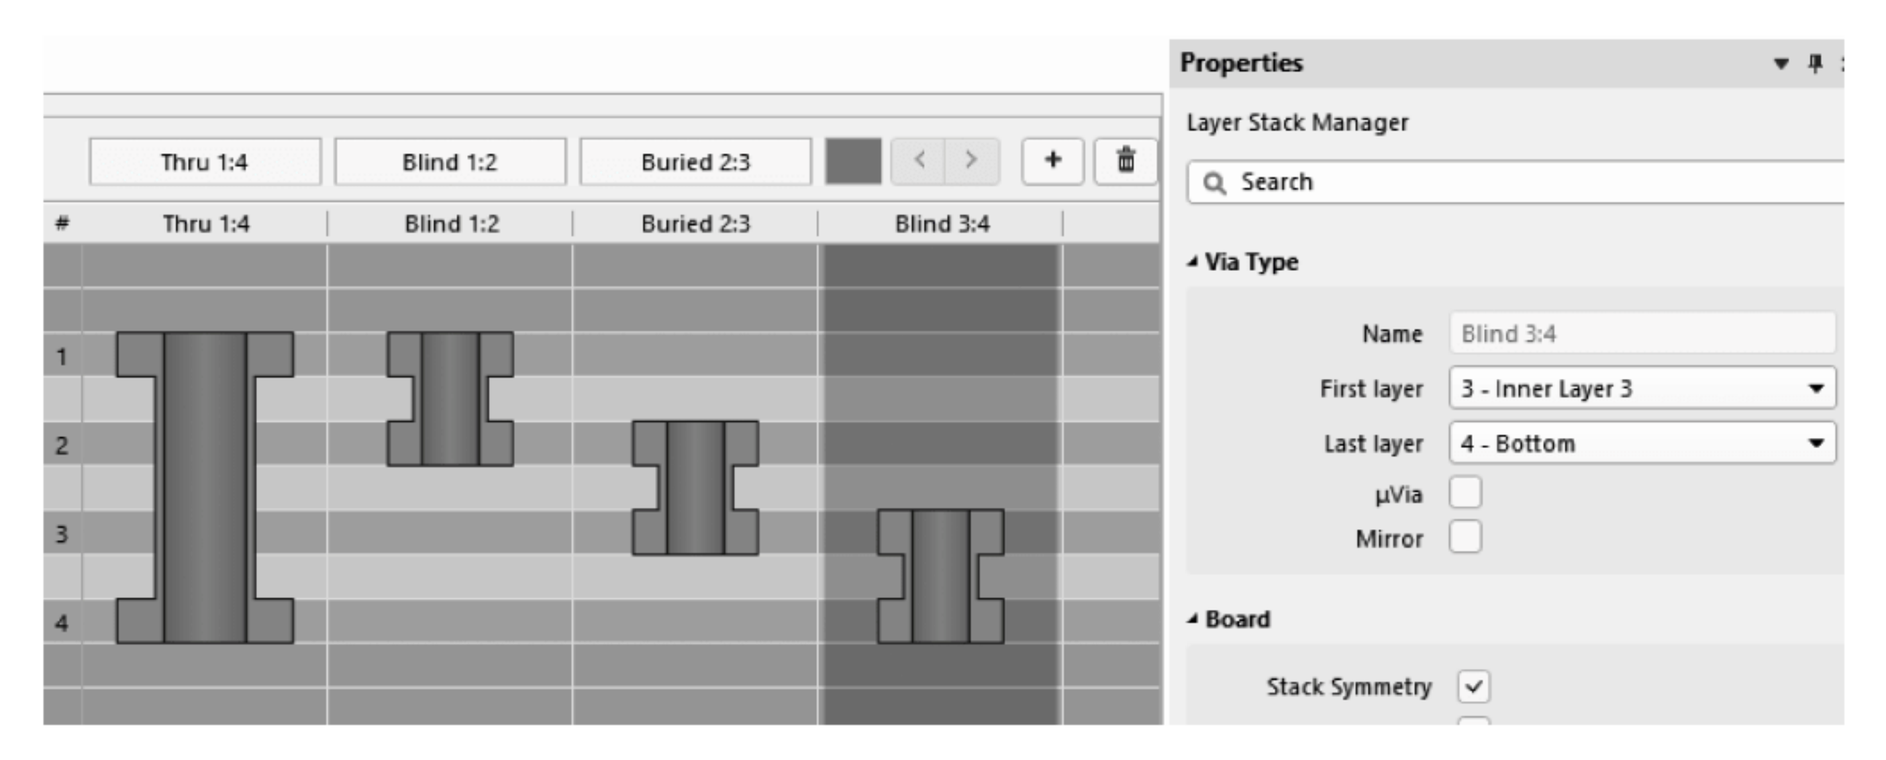

图 7-38 埋盲孔
(1) 埋盲孔的定义
① 埋孔(Buried Vias)：埋孔是只连接内层之间走线的过孔类型，无法通过 PCB 表面查看。
② 盲孔(Blind Vias)：盲孔是将 PCB 内层走线与 PCB 表层走线相连的过孔类型，此孔不穿透整个板子。如图 7-38 所示，Blind1：2 为盲孔，Buried2：3 为埋孔。
按快捷键 D+K，进入层叠管理器，单击左下角的 Via Types 按钮，即可打开“过孔类型”对话框，单击按钮 + 添加需要的过孔类型。根据实际需要，通过 Properties 面板中的 Via Type 选项组进行孔的设置。本例使用一阶埋盲孔，如图 7-38 所示。